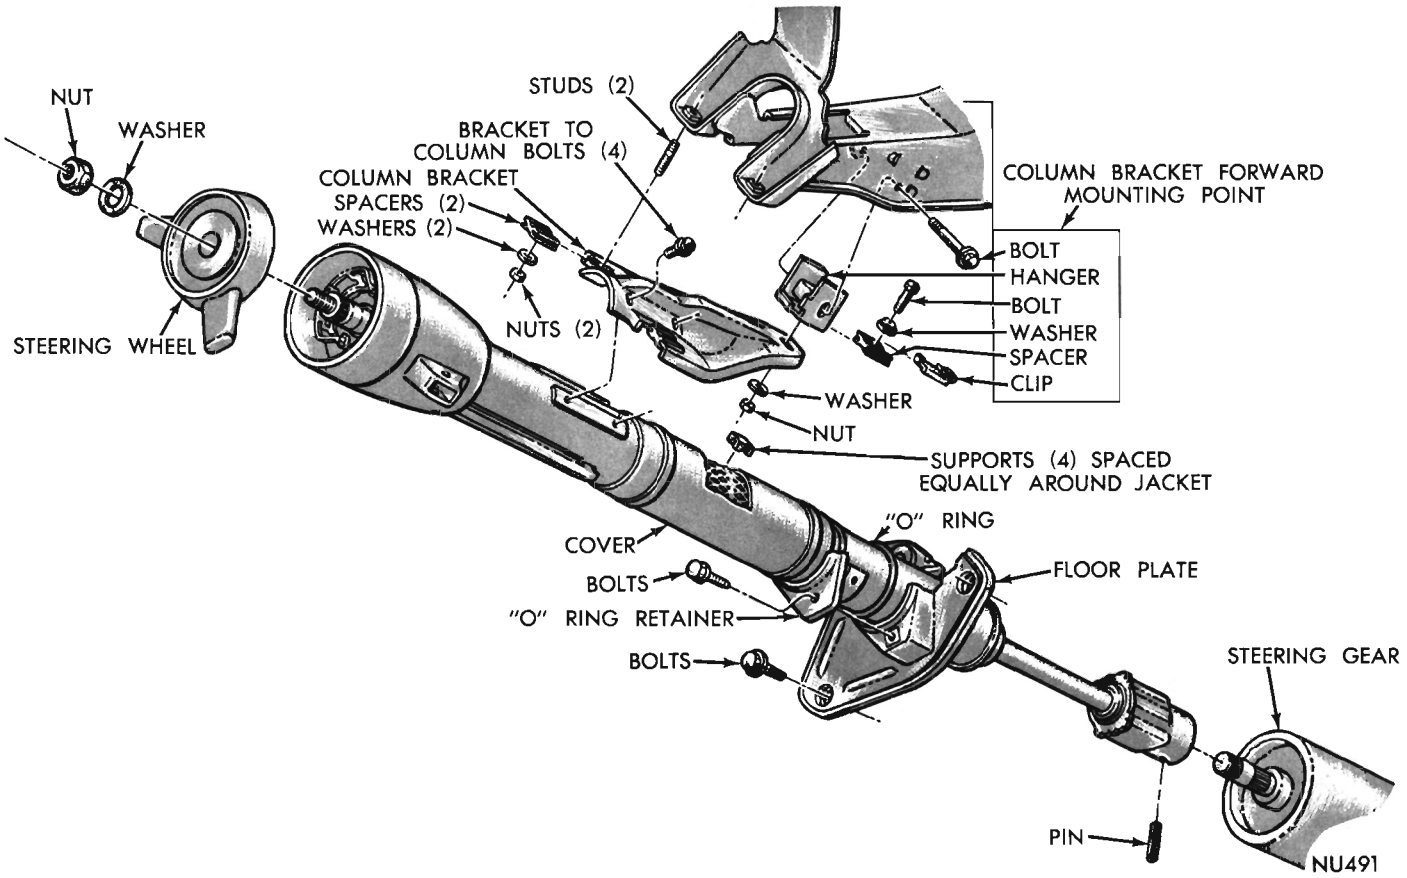

Fig. 1—Steering Column Mounting
This optional steering column has the same impact absorbing design as the other columns described in this section. The installation (Fig. 1) is the same, therefore only the disassembly and reassembly of the column will be detailed here.
(1) Remove four bolts attaching bracket assembly to column jacket (Fig. 1).